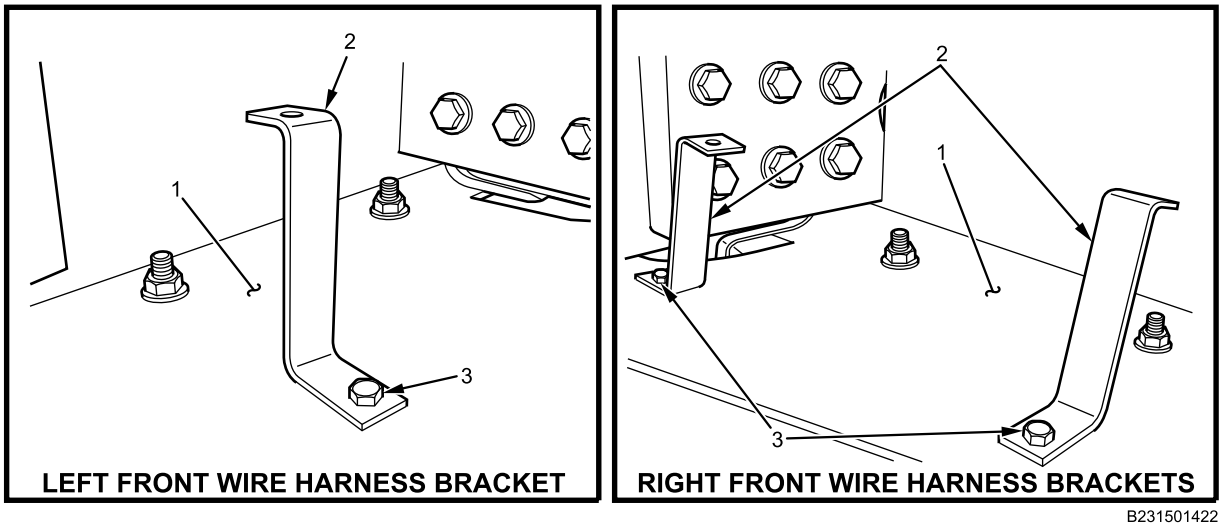

Figure 16. Wire Harness Brackets.
17. Install three wire harness brackets (Figure 16, Item 2) on lower front bumper braces (Figure 16, Item 1) with three bolts (Figure 16, Item 3) and nuts and tighten securely.